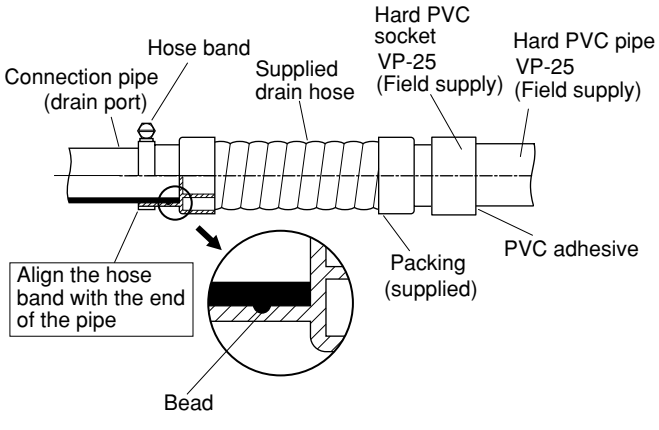

**Fig. 3-6**
The PVC pipe must be purchased separately. The unit's transparent drain port allows you to check drainage. (Fig. 3-6)
- **Insert the drain pipe until it contacts the socket as shown in Fig. 3-6, then secure it tightly with the hose band.**
- **Align the hose bands with the end of the hose. Tighten the hose band firmly. Make sure that the bead is not covered by the hose band. (Fig. 3-6)**
**Tighten the hose clamps so their locking nuts face upward. (Fig. 3-6)**